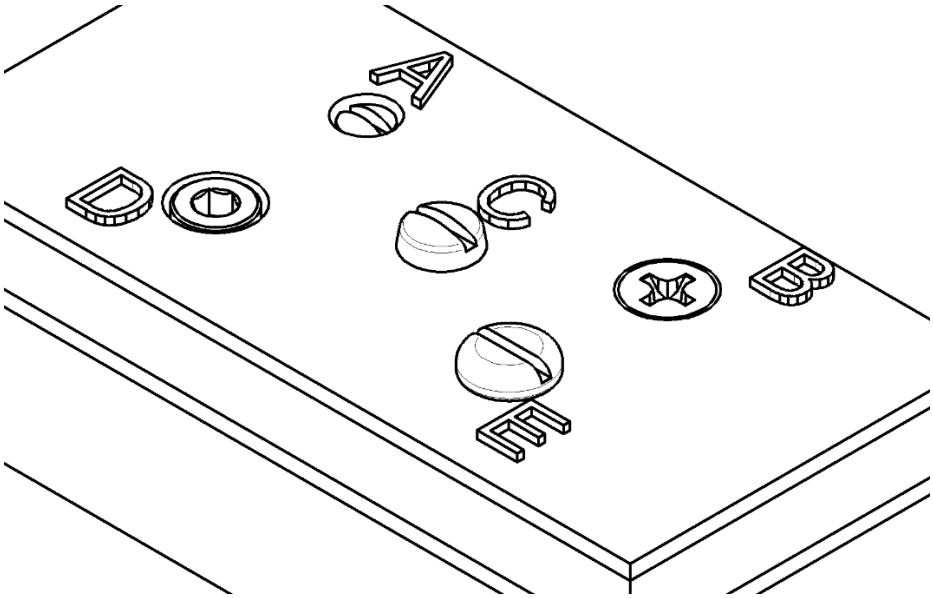

FIGUUR 1
1.4.1 Watter van die masjienskroefdoppe in FIGUUR 1 is 'n dikkopskroef?
1.4.2 Watter van die masjienskroefdoppe in FIGUUR 1 is 'n gleufkopskrief?
1.4.3 Watter van die masjienskroefdoppe in FIGUUR 1 is 'n versinkskroef?
1.4.4 Watter van die masjienskroefdoppe in FIGUUR 1 is 'n sokkopskroef?
1.4.5 Watter van die masjienskroefdoppe in FIGUUR 1 is 'n rondekopskroef?